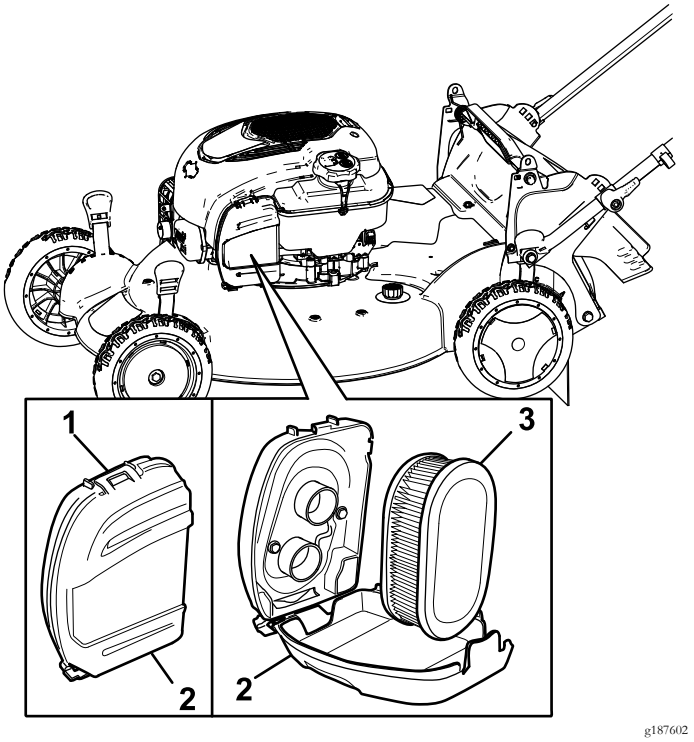

Figur 27
1. Fjern klemmen på den øverste del af luftfilterdækslet (Figur 27).
2. Fjern luftfilteret (Figur 27).